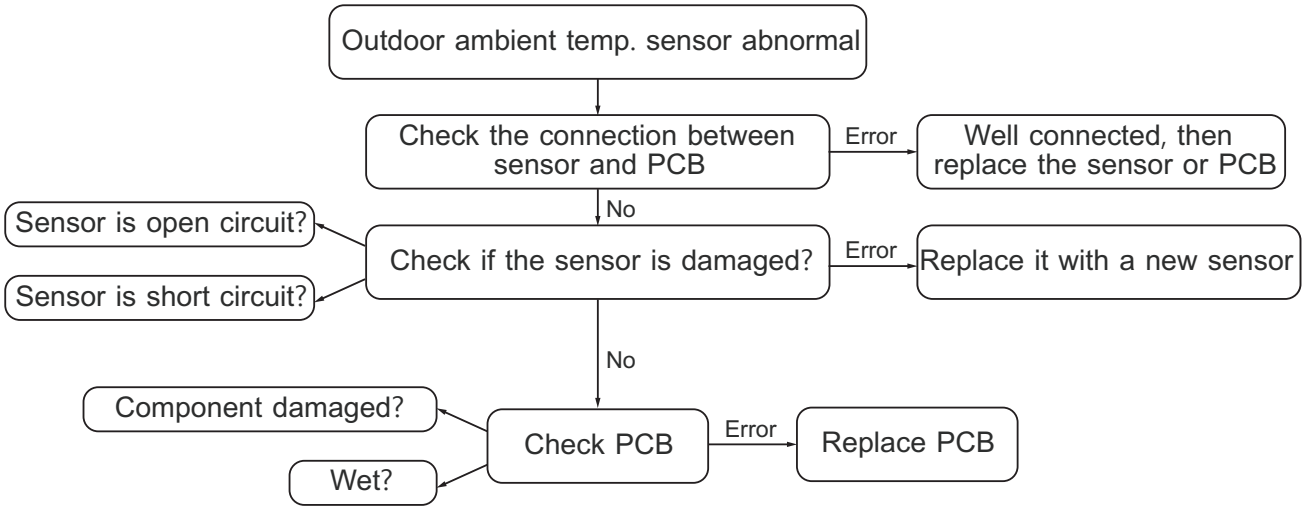

Figure 16.4 T4 Outdoor Ambient Temperature sensor error
- T4- Ambient temperature(Figure 16.4)